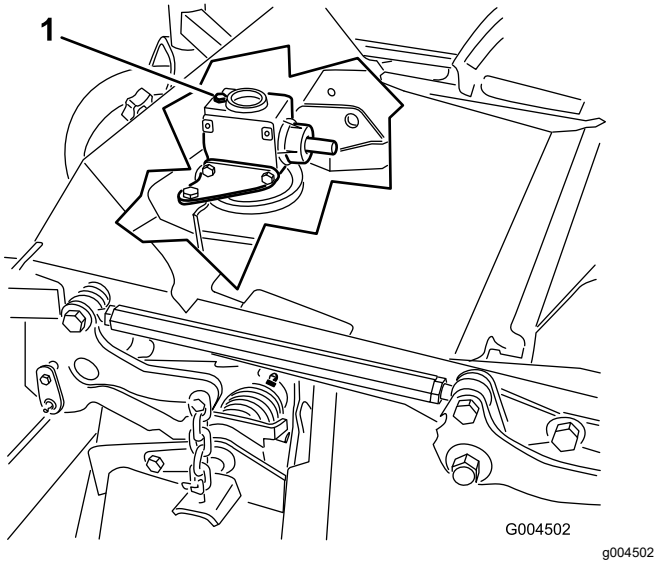

Figuur 30
6. Verwijder de peilstok/vulplug op de bovenkant van de tandwielkast en controleer of het peil van de tandwielolie tussen de merktekens op de peilstok staat (Figuur 30).
6. Verwijder de peilstok/vulplug op de bovenkant van de tandwielkast (Figuur 30).